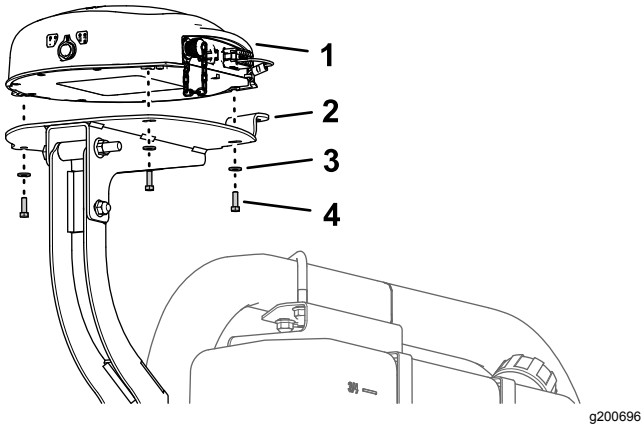

Figur 156
1. Placer de 3 gevind i bunden af navigationsmodtageren, så de passer med de tre huller i modtagerbeslaget (Figur 156).
2. Monter modtageren på beslaget (Figur 156) med de 3 sekskantbolte (5 x 16 mm) og 3 spændeskiver (5 mm).